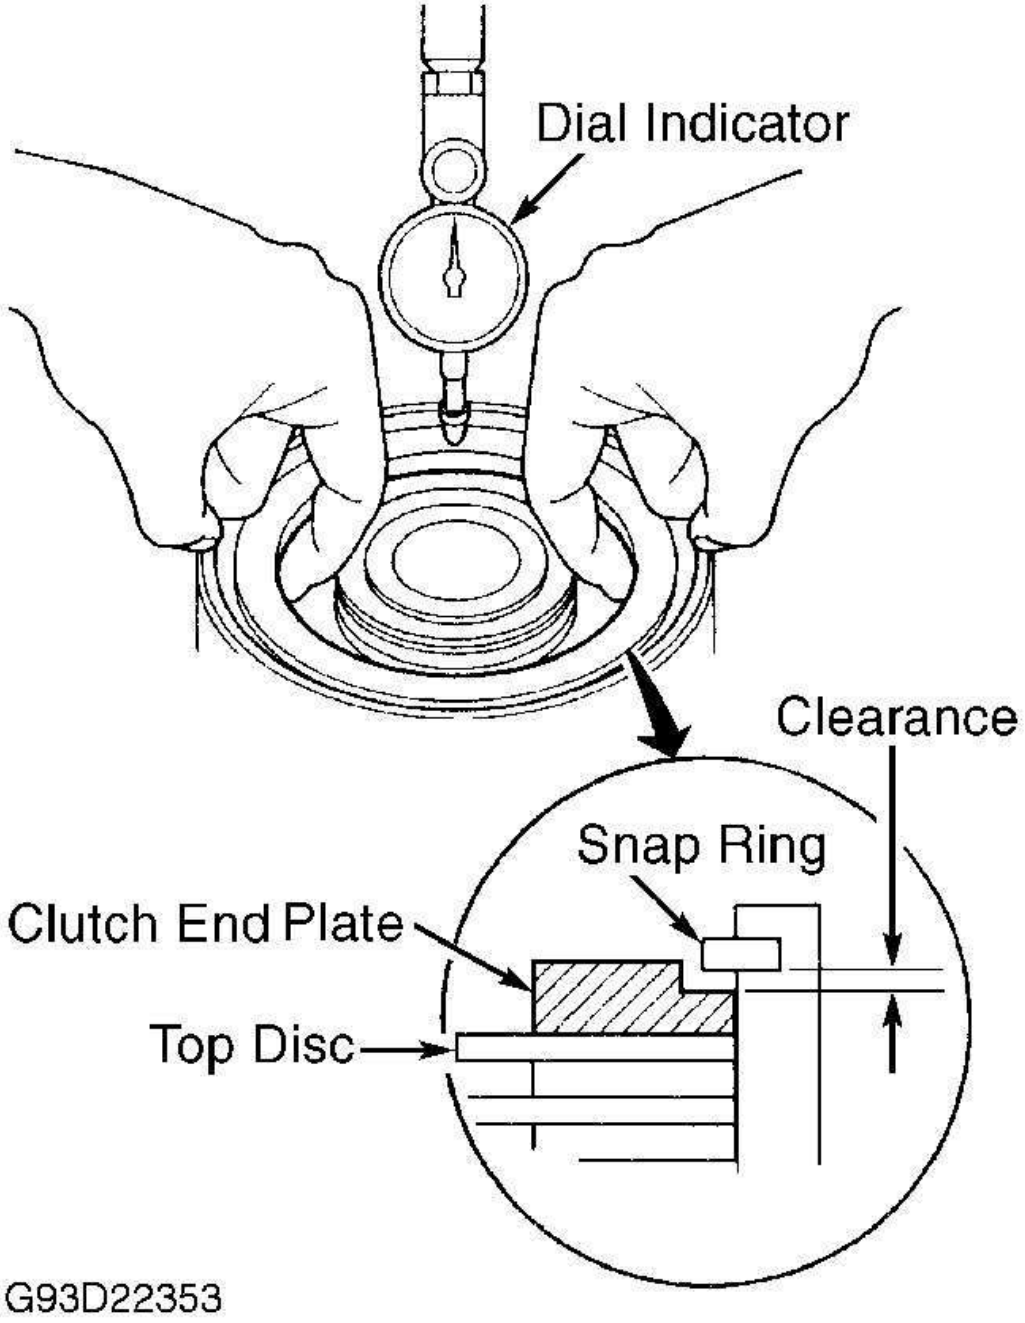

Fig. 51: Measuring End Plate Clearance
20. Set a dial indicator on the clutch end plate. See **Fig. 51** .